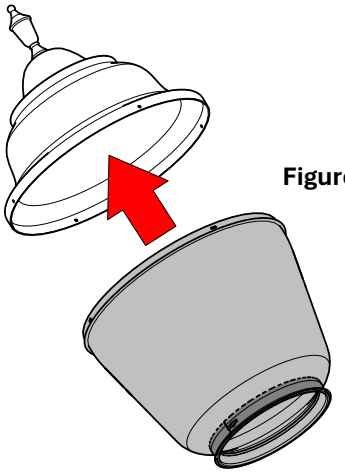

Figure 2
2. Fit the assembled cover over the reflector and align the holes of the cover with the reflector [**Figure 2**].